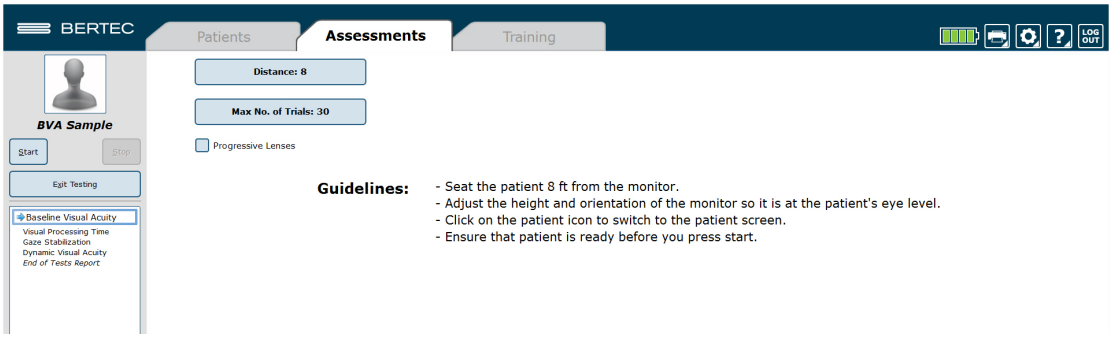

Abbildung 19. Untersucher-Bildschirm
4. Es sollte nun der Untersucher-Bildschirm (Abbildung 19) für den ersten Test in der Liste erscheinen.
b. Sollte der Patientenbildschirm nicht erscheinen, klicken Sie auf der Tastatur auf die Taste „F12" oder klicken Sie oben links im Bildschirm auf das Bild des Patienten (siehe Abbildung 19).